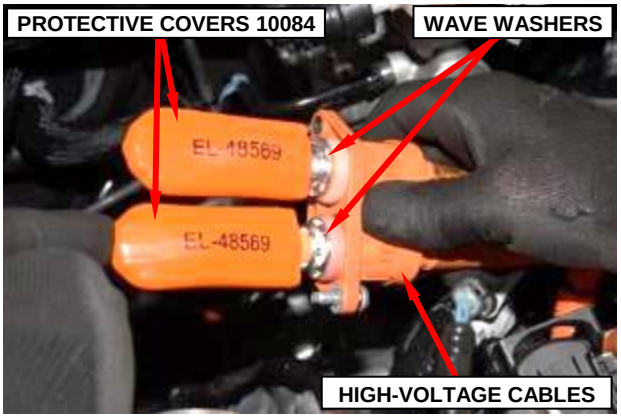

Figure 24 – Protective Covers 10084
NOTE: Ensure the wave washers remain on the high voltage battery cable connector housing during removal of the cables from the PIM housing. If the wave washers are dislodged, reseat them (Figure 24).
47. Cover the high-voltage cable terminals with protective covers 10084 (Figure 24) then reposition the high voltage harness to a safe location.
17. Remove the protective covers 10084 from the high-voltage cable terminals (Figure 24).